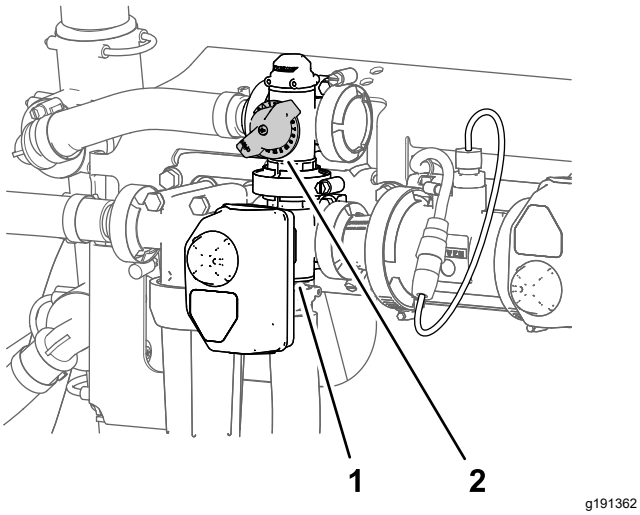

Figur 29
11. Justera omrörningsöverströmningsventilen (Figur 29) på baksidan av omrörningsventilen tills mätaren för spridarens systemtryck visar 6,89 bar.